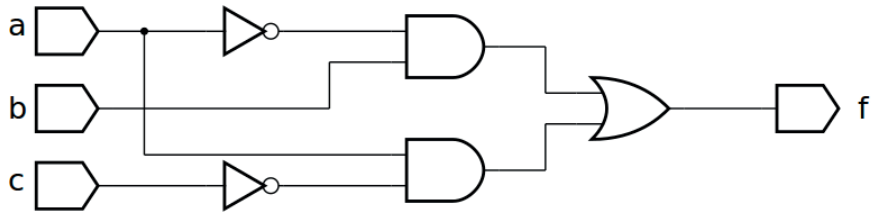

Figura 5.10 – A implementação da função f(a,b,c) = a'b + ac' na forma E-OU.
a) A função f(a,b,c) = a'b + ac' pode ser diretamente implementada por dois níveis de portas lógicas E-OU. A implementação desta função na forma E-OU é mostrada na Figura 5.10.